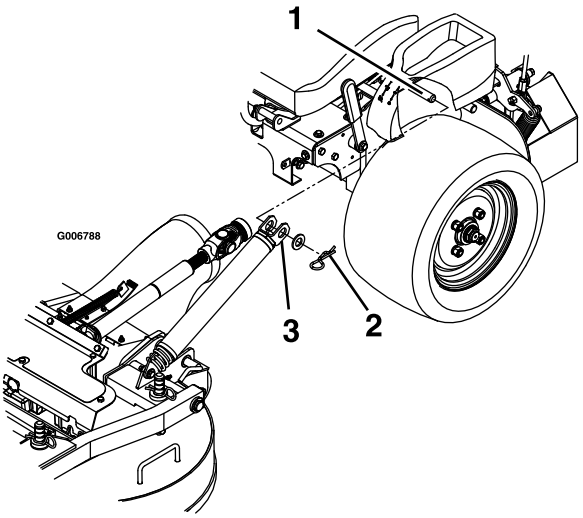

Figure 69
4. Retirez les goupilles fendues et les rondelles sur le haut du ressort d'aide au levage du tablier de coupe de chaque côté de la machine (Figure 69).
9. Placez les ressorts sur les goupilles d'ancrage sous les consoles gauche et droite, et fixez-les avec une rondelle et une goupille fendue (Figure 69).